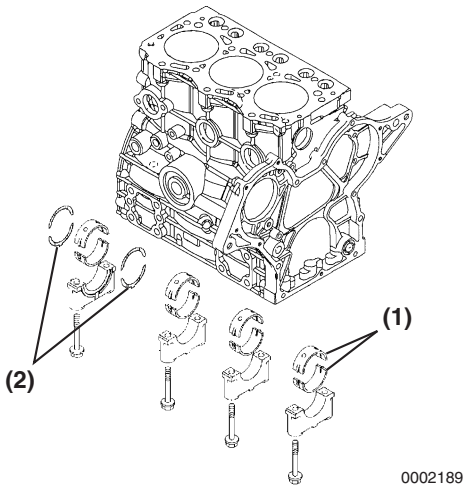

Figure 6-59
12. Remove the bearing inserts **(Figure 6-59, (1))** and thrust bearings **(Figure 6-59, (2))**.